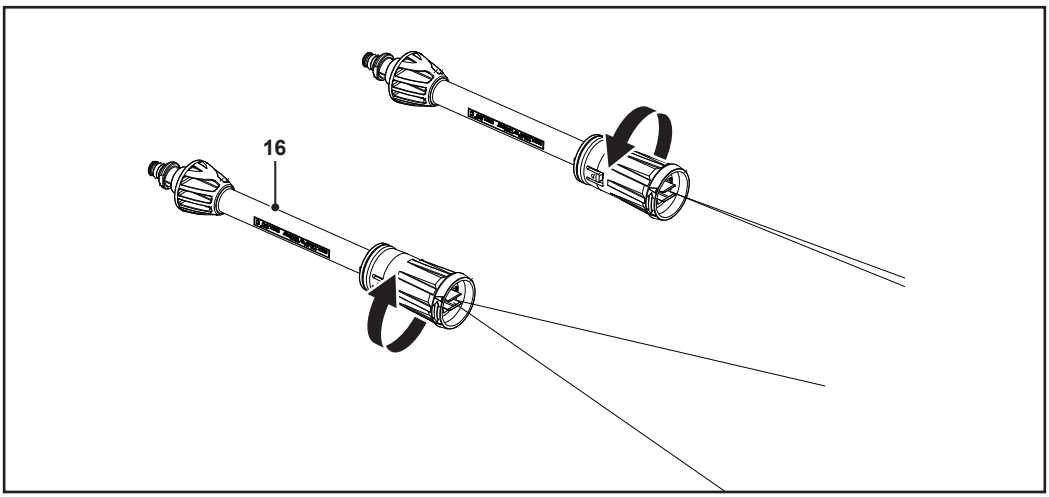

Fig. 10
Rotate the adjustable nozzle (16) to change the stream from a wide fan spray for larger areas to a direct stream for targeted cleaning (Fig. 10).